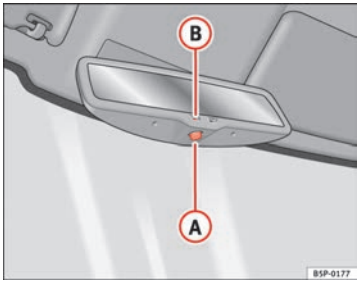

Fig. 67 Retrovisor interior con ajuste automático para posición antideslumbrante.
– Pulse la tecla (A) ⇒ fig. 67. El testigo de control (B) se apaga. ▶
– Pulse la tecla (A) ⇒ fig. 67. El testigo de control se enciende.